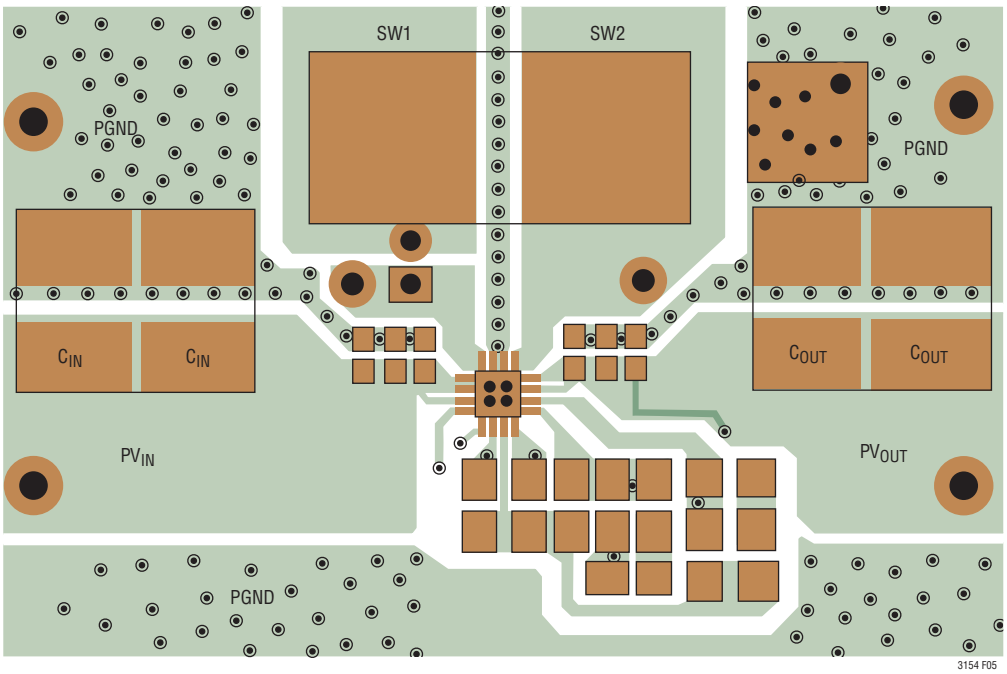

Figure 4. Example PCB Layout, Top Layer is Shown, Bottom Layer is Mostly PGND Plane
The power switches of the LT3154 are designed to operate continuously with currents up to the internal current limit thresholds. However, when operating at high current levels, there may be significant heat generated within the IC. Careful consideration must be given to the thermal environment of the IC in order to provide a means to remove heat from the IC and ensure that the LT3154 is able to provide its full rated output current. Specifically, the exposed die attach pad of both the LQFN package must be soldered to a copper layer on the PCB to maximize the conduction of heat out of the IC package. This can be accomplished by utilizing multiple vias from the die attach pad connection underneath the IC package to other PCB layer(s) containing large copper planes. A recommended board layout incorporating these concepts is show in Figure 4. Typical temperature rise versus load current curves using Figure 4 PCB are given in the Typical Performance Characteristics section.
The LT3154 switches large currents at high frequencies. Special attention should be paid to the PCB layout to ensure a stable, noise-free and efficient application circuit. Figure 4 presents a representative PCB layout for the LT3154 to outline some of the primary considerations. A few key guidelines are outlined below:
1. All circulating high current paths should be kept as short as possible. This can be accomplished by keeping the routes to all bold boxed components in Figure 4 as short and as wide as possible. Capacitor ground connections should via down to the ground plane in the shortest route possible. The bypass capacitors on PV_{IN} and PV_{OUT} to PGND should be placed as close to the IC as possible and should have the shortest possible paths to ground. These connections should be made as wide as possible to reduce the series resistance. This will improve efficiency and maximize the output current capability of the buck-boost converter.